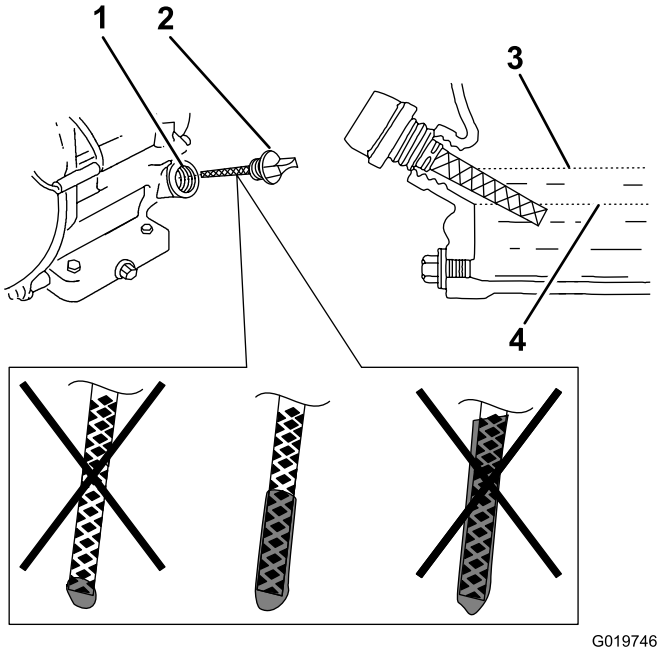

Figura 52
1. Retire la varilla (Figura 52) y vierta aceite lentamente en el orificio de llenado hasta que el nivel de aceite llegue a la marca de límite superior (borde inferior del orificio de llenado de aceite) de la varilla.